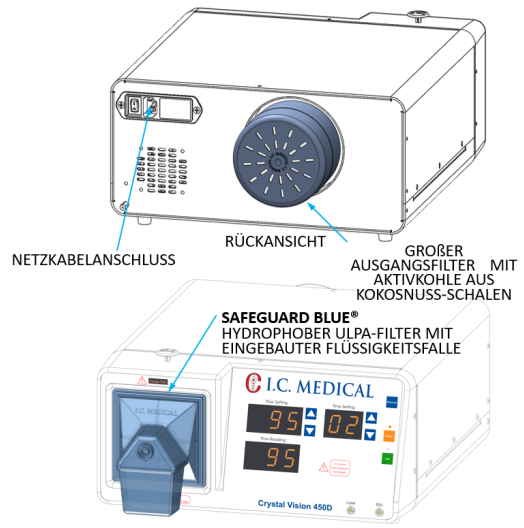

Abbildung 1: Installation der Filter und des Netzkabels
4. Siehe Abbildung 1.
HF-Sensor bei Verwendung mit monopolaren Geräten (Abbildung 1; Option 2; Position 1 oder 2):